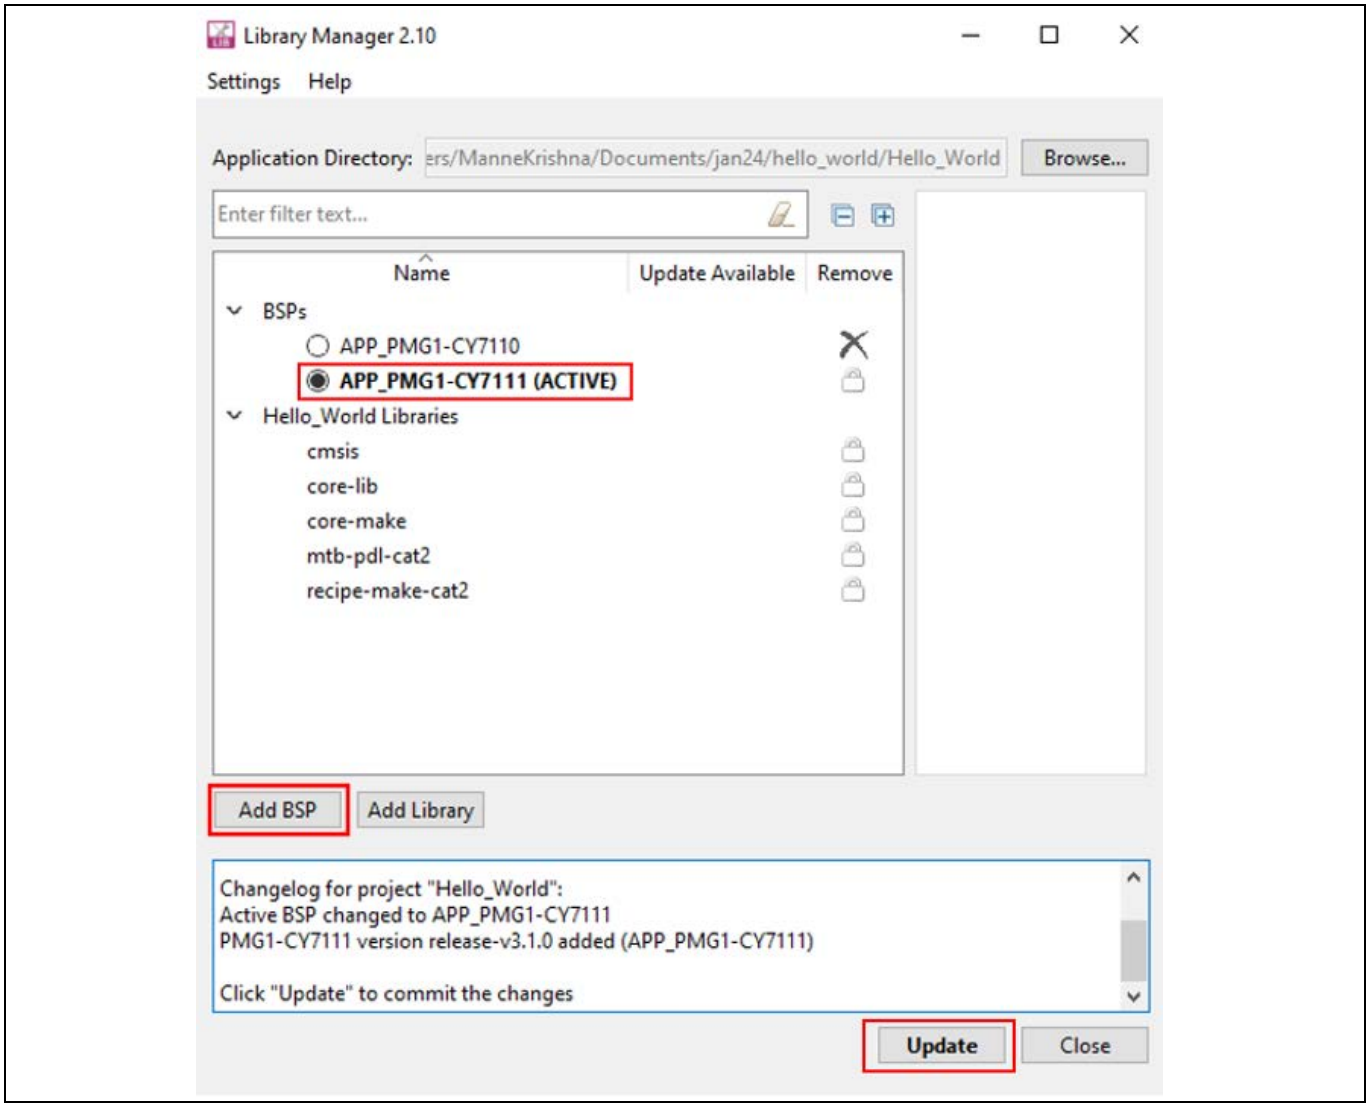

Figure 30 別の BSP へのプロジェクトの移植
a) **Add BSP** をクリックして新しい BSP を追加し、現在の BSP の選択を解除して削除し、アクティブな BSP を選択します。Figure 30 では、PMG1-CY7110 が選択解除され、**PMG1-CY7111** が選択されています。これは、PMG1 MCU の「Hello World」サンプル コードを PMG1-S1 MCU に移植していることを意味します。